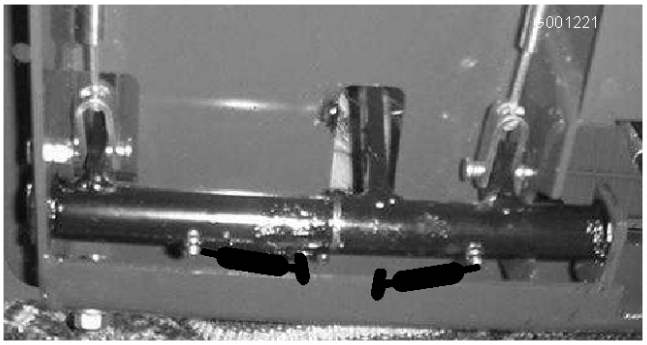

Figur 38
- Bromsens svängbussningar (Figur 38)
- Bromskablar (ändarna på drivhjul och bromspedaler) (Figur 38)